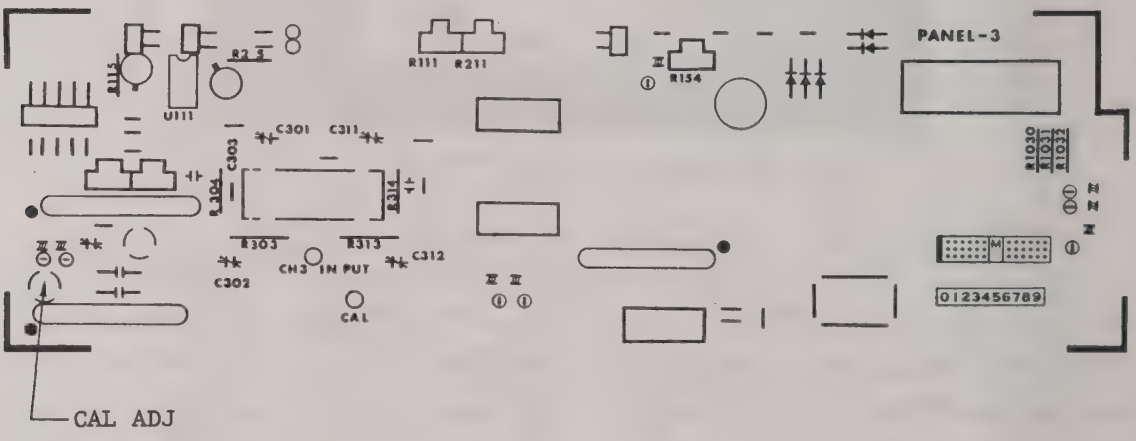

Fig. 6-4 CAL adjustment
6.4.8 CALIBRATOR (See Fig. 6-4.)